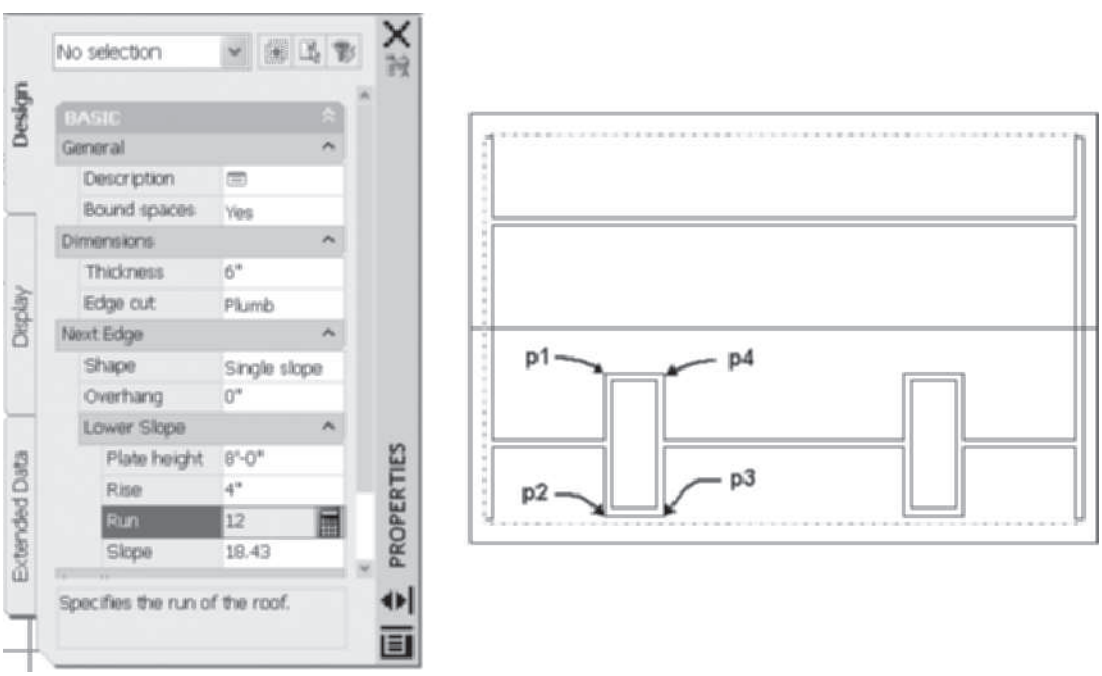

FIGURE 7.60 *Vertex locations for dormer roof*
6. Add the dormer roofs by selecting the **Roof** command from the Design palette. Edit the Properties palette as follows: Basic—Dimensions: Thickness = **6 [150]**, Edge cut = **Plumb**, Next Edge: Shape = **Single slope**, Overhang = **0**, Lower Slope-Plate Height = **8' [2400]**, Rise = **4 [33]**. Respond to the following command line prompts by selecting roof points as specified in Figure 7.60.
Roof point or: *(Select the wall using the intersection of the outer lines of the corner at* p1 *as shown in Figure 7.60.)*
Roof point or: *(Select the wall using the intersection of the outer lines of the corner at* p2 *as shown in Figure 7.60.)*
Roof point or: *(Select the wall using the intersection of the outer lines of the corner at* p3 *as shown in Figure 7.60.)*